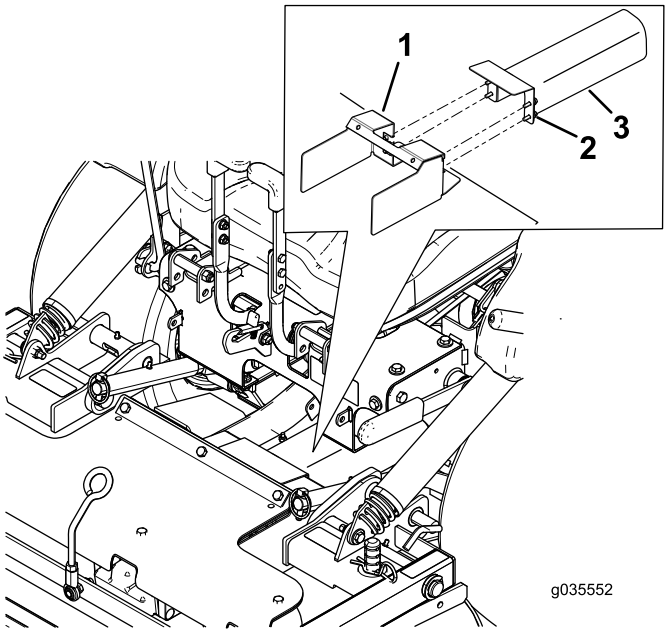

Figur 20
4. Løsne boltene og fjern metallvernet vist i Figur 20.
2. Monter metallvernene og boltene som vist i Figur 20.